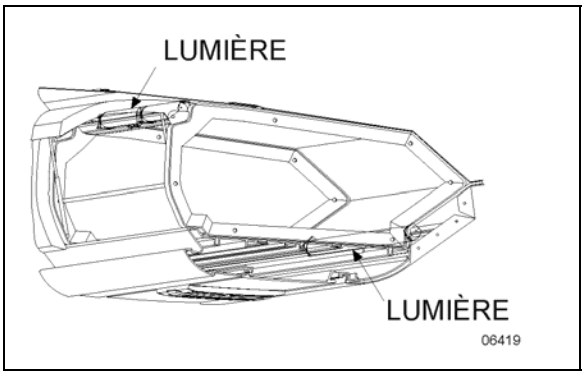

FIGURE 34 : PORTE-COLIS
7. Soulever le couvercle à charnière et remettre les deux vis (**FIGURE 34**).